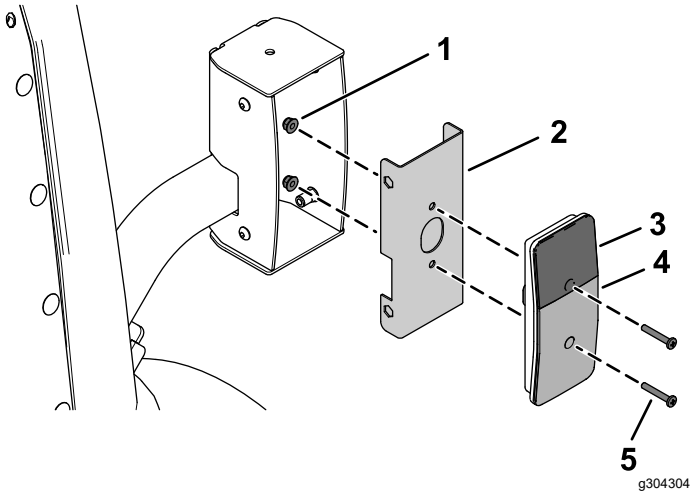
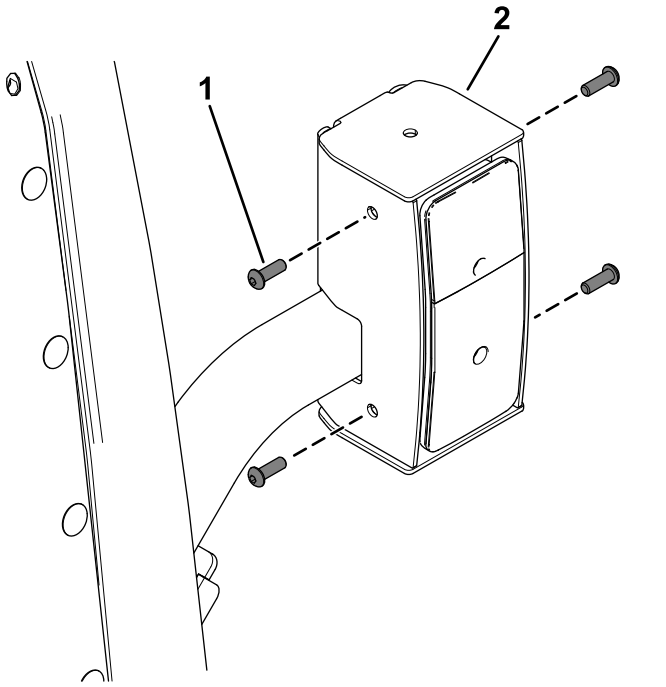

Figur 30
Figur 31
6. Fastgør baglygterne til de indre beslag med 4 rundhovedede skruer (nr. 10 x 1¼") og 4 flangemøtrikker (nr. 10) som vist i Figur 30.
9. Fastgør de samlede baglygter til baglygtehusene med 8 rundhovedede bolte (¼" x ¾") som vist i Figur 31.
Sørg for, at du monterer baglygterne med det gule lygteglas øverst (Figur 30 og Figur 31).